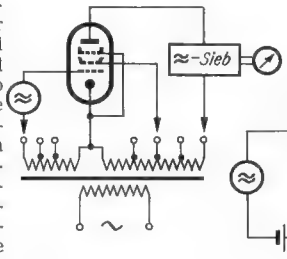
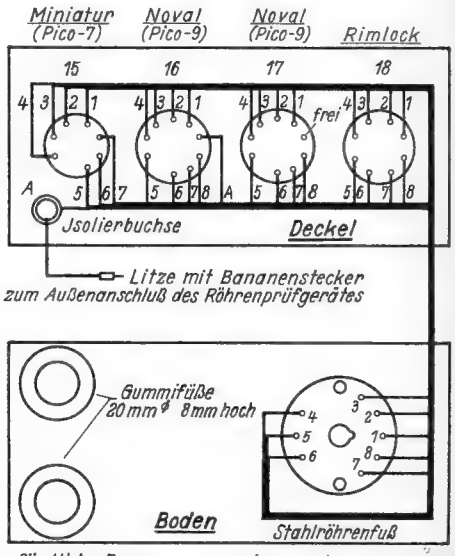

Bild 3. Prinzip der Aussteuerungsprüfer (Klasse 3)
Bild 2. Verdrahtung des Zusatzgerätes
3. Aussteuerungsprüfer, deren Anzeige in erster Linie von der Steuerfähigkeit der Röhre abhängt. **Bild 3** läßt erkennen, daß hier zur Gittervorspannung noch eine besondere Signalspannung in Reihe gelegt wird, die im Anodenkreis ausgesiebt und gemessen werden kann. Das Ergebnis ist eine willkürliche Größe, die zwar Rückschlüsse auf die relative Steilheit des Prüflings, nicht aber auf ihren tatsächlichen Wert zuläßt. Infolgedessen ist der Nutzen dieser Methode gegenüber der zweiten Klasse kaum größer.
Das Zusatzgerät trägt nach **Bild 1** Fassungen für Miniatur-, Noval- und Rimlockröhren. Auf der Unterseite befindet sich ein Stahlröhrensockel, der in die zugehörige Fassung des Hauptgerätes gesteckt wird. Das Gehäuse besteht aus zwei Blechteilen nach **Bild 3** und **4**, die miteinander verschraubt werden. Die Verdrahtung erfolgt nach **Bild 2** am besten durch einen Kabelbaum. Für die Leitungen von der Rimlockfassung zum Stahlröhrensockel ist Litze zu wählen oder eine biegsame Krümmung im Kabelbaum vorzusehen. Alle gleichlautenden Ziffern werden miteinander verbunden.